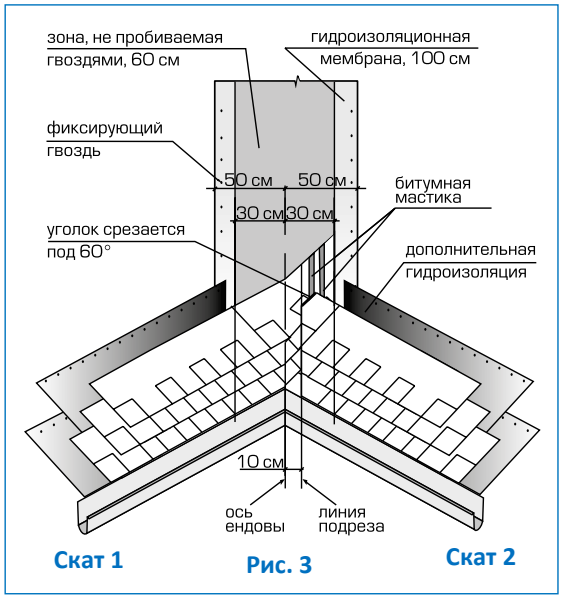

Рис. 3
Ендова (рис. 3)
- лист, подходящий к ендове со ската II, должен доходить до линии подрезки и обрезаться по ней. Верхний уголок обрезанного края листа подрезается под углом 60° (5 х 3 см — рис. 3);